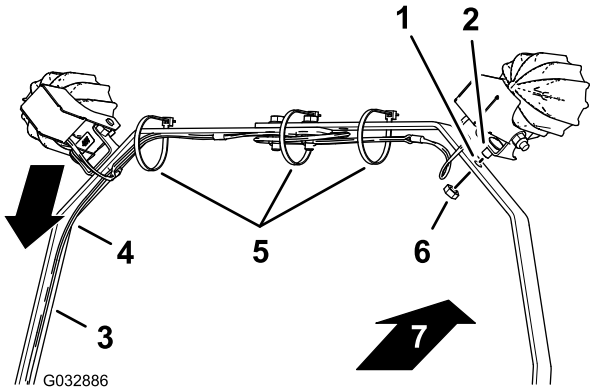

図 12
1. ライトのレンズを機体の前方に向けてライトを取り付ける図 12。
2. 図 12のように、ライト用バーストラップにハーネスを整列させる。
3. LEDライト用のブラケットに先ほど組み付けた短いキャリッジボルトを、ライト用バーストラップの穴に合わせる図 12。
4. ライト用バーストラップに LED ライトをナット止めする図 12。
7. 図 12に示すように、ケーブルタイを使ってワイヤハーネスをライト用バーストラップに固定する。